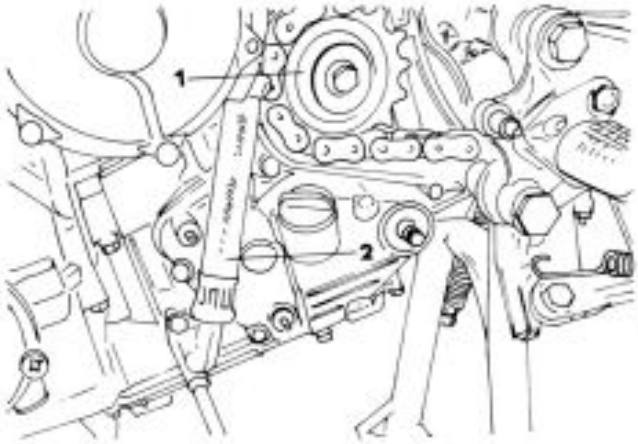

Bild 27
- Unter Bezug auf Bild 27:
- Den linken Ölschlauchdeckel abnehmen und den Ölschlauch (2) entfernen.
- Das Antriebskettenrad (1) entfernen.